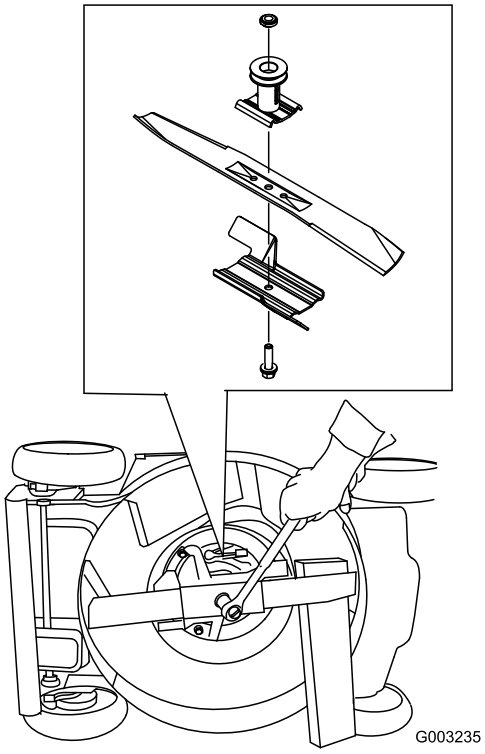

Figur 38
3. Brug en træklods til at holde kniven fast (Figur 38).